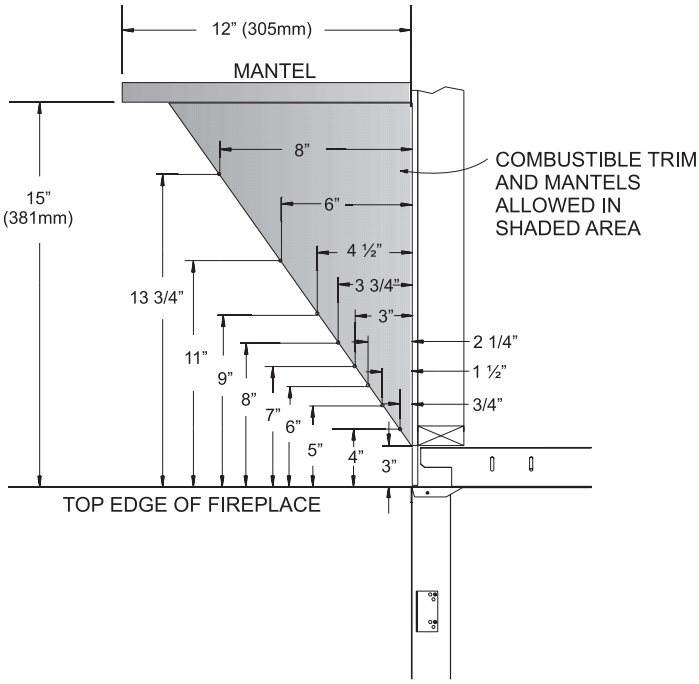

**Figure 5**
**Note A: See Figure 5** for maximum mantel depth.
**Note B: See Figure 5** for minimum height above unit.
Finish the walls with the material of your choice. **Figure 5** on page 10 shows the minimum vertical and corresponding maximum horizontal dimensions of mantels or other combustible projections above the top front edge of the fireplace.
**Note:** For mantelshelf requirements, **see Figure 5** on page 10.